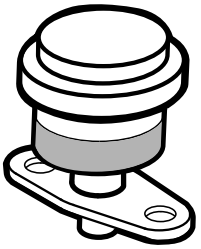

Figur 50
1. Kontroller indikatoren for filterblokering. Hvis indikatoren er rød, skal filteret udskiftes (Figur 50).